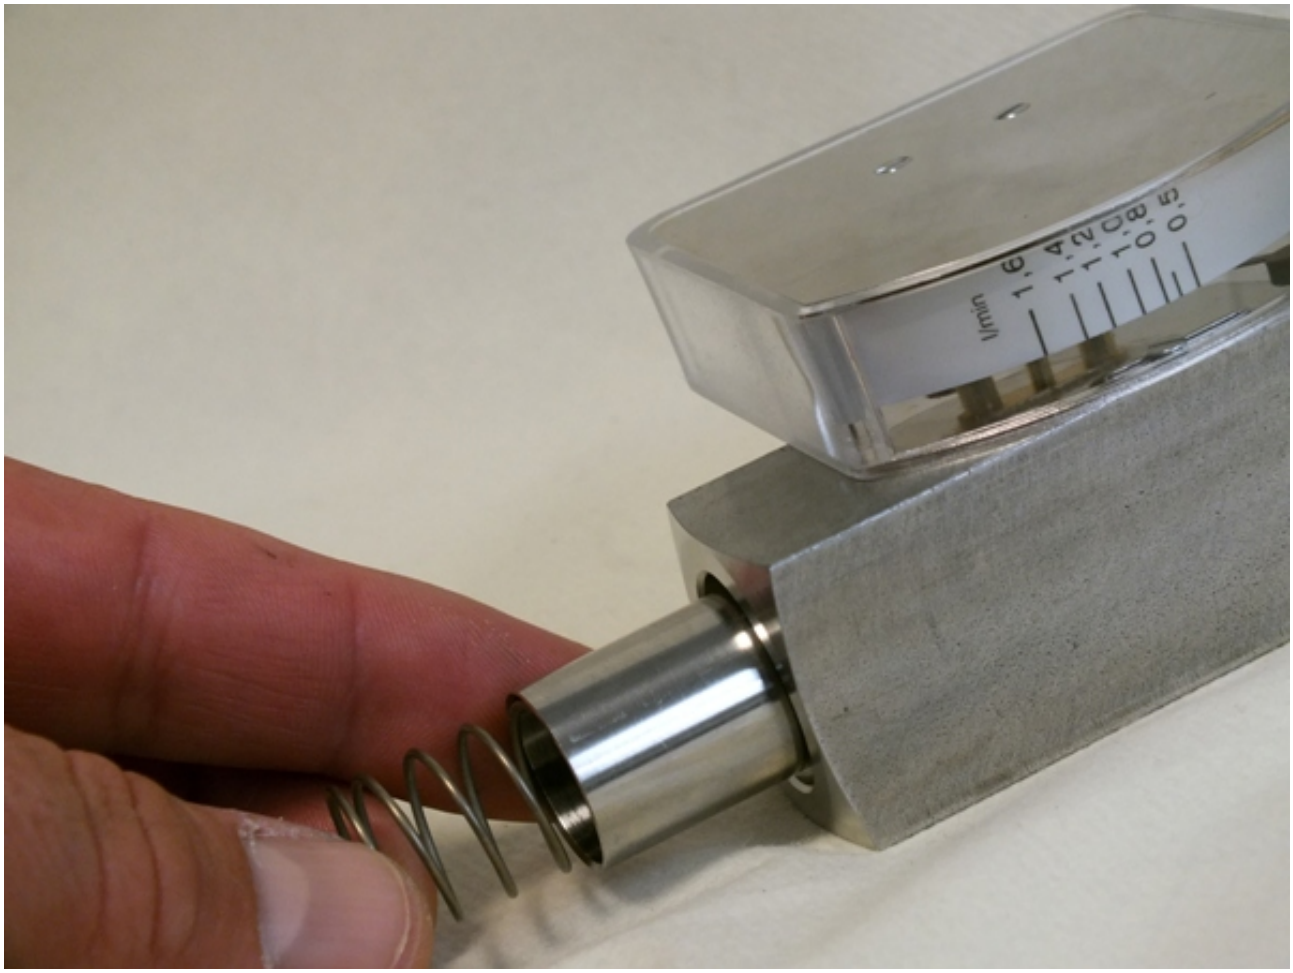

Fig. 47: Remove inner parts
11. Carefully turn the device body 180° and remove the inner parts (float, magnets and spring) (*Fig. 47*)